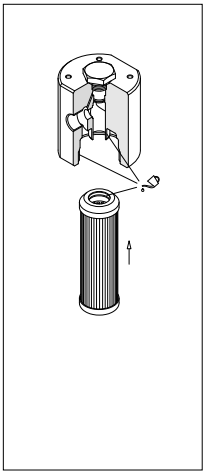

fig. 12
- (Fig. 12) Lubrificare con il fluido di lavoro l'O-ring dell'elemento filtrante, il codolo e la sede della testata, quindi calzare l'elemento filtrante sul codolo. Prestare attenzione a non danneggiare la guarnizione O-ring